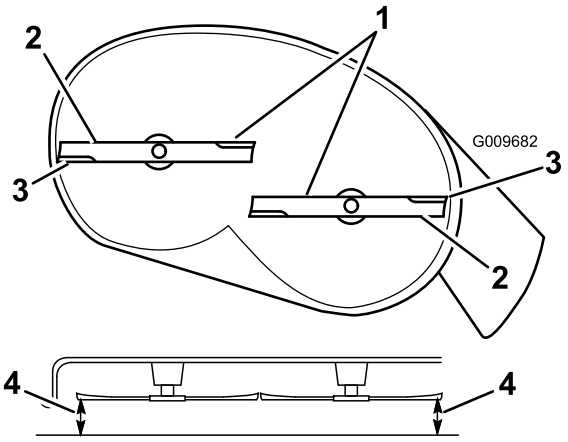
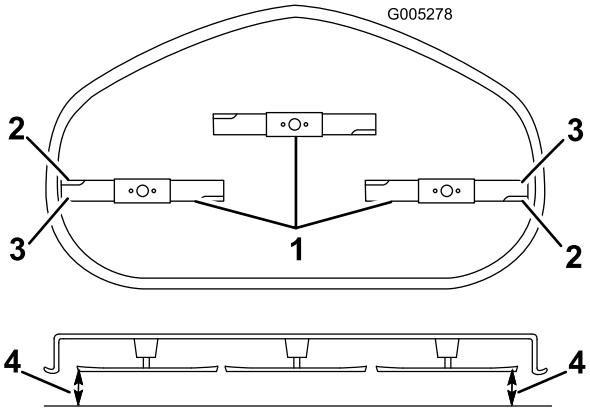

Figur 57
Figur 58
4. Rotera försiktigt knivarna så att alla är parallella (Figur 57 och Figur 58).
5. Mät mellan de yttre knivseggarna och den plana ytan (Figur 57 och Figur 58).